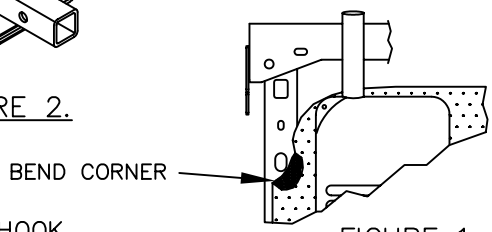

FIGURE 1.
2. BEND CORNER OF MUFFLER HEAT SHIELD DOWN TO INCREASE CLEARANCE TO ACCESS HOLE ON DRIVER'S SIDE FRAME – SEE FIGURE 1.